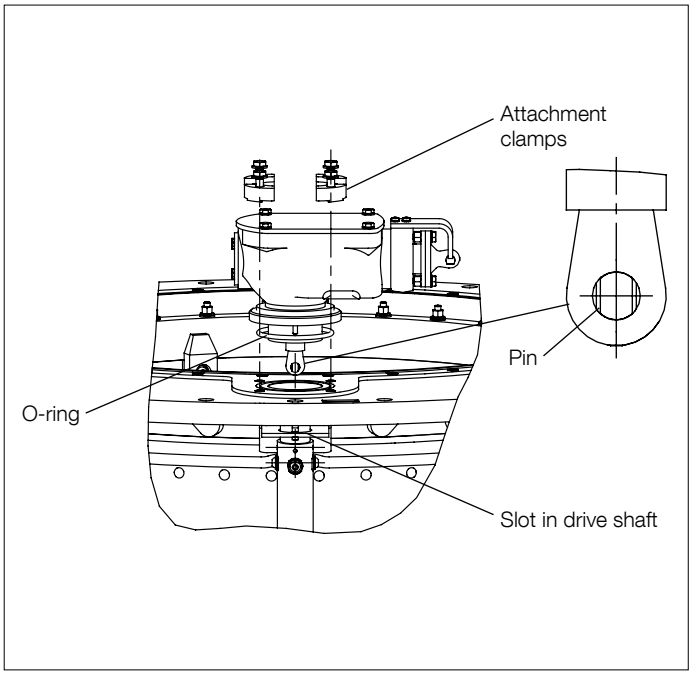

Fig. 22.
7. Place the O-ring for the bevel gear in its groove in the upper flange; see Fig. 22. Remount the bevel gear unit in the position it had before removal, and make sure that the pin in the spherical shaft end fits into the drive shaft slot without rotating the drive shaft. Secure the gear unit in the flange with its four clamping screws M10x35 and washers.